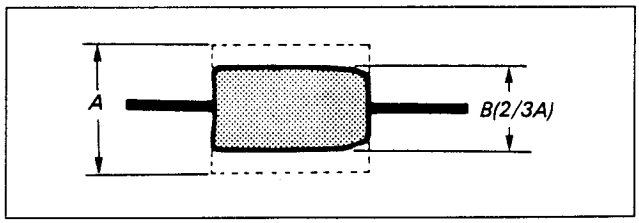

Fig. 7-76.
4) Set the SEL switch of the track shift & monitor jig to ON, then turn the track shift knob until the RF waveform amplitude is 2/3 (See Fig. 7-76.)